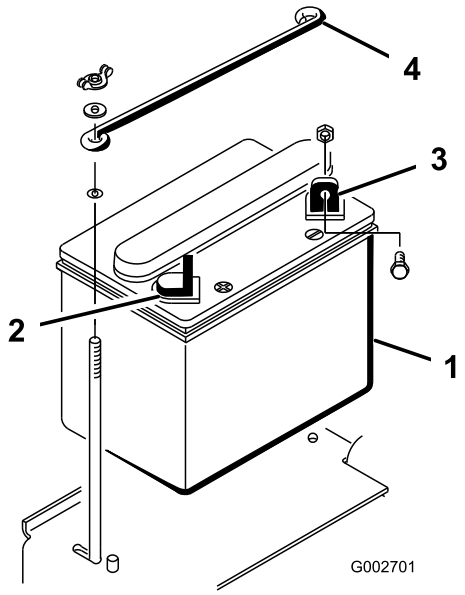

Figuur 4
1. Plaats de accu met de minpool naar de achterkant van de machine gericht (Figuur 4).